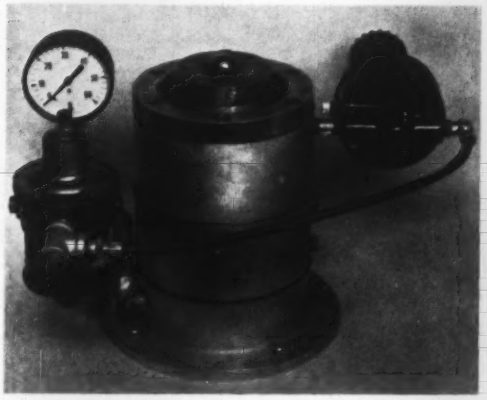
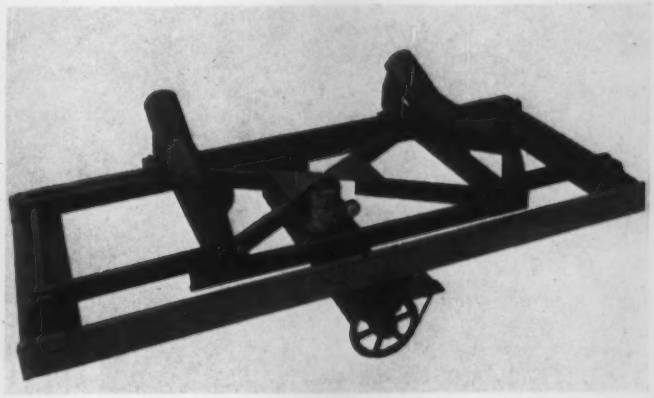

Fig. 2 The typical pneumatic load cell can be used under a great variety of conditions, since it is tare-compensating
Fig. 3 Weigh-section construction utilizes the pneumatic load cell, *center*, as a conveyer scale. Only perpendicular forces can be transmitted.
When the operation of a considerable number of units is to be studied simultaneously, equipment is available that permits the performance recording of 20 or more units which may be located a half mile or more from the central recorder. This allows recording of critical or key equipment performance at various points in the system. Shown in Fig. 3 is a type of multichannel time-strip recorder which can be adapted for this purpose. When the process or auxiliary equipment is operating, the line on the chart is continuous. When the equipment is not operating, the line is interrupted, and a reason can be supplied by an operator or mechanic. Numerical codes, such as those shown, identify the reason for down time and can be transmitted and imprinted on the chart. This is accomplished through the use of a conventional telephone dial located at each of the operating units. The recording system can be modified to provide one, two, or three-digit codes or up to a total of one thousand specific reasons why the monitored equipment was not operating.
Glass as a Lubricant. Two types of Zircaloy-2 billets were used for development work in which glass was the lubricant: round, and round-cornered square. The unclad billets, $2^{9}/_{16}$-in. diam × 4 in. high, were heated in a barium-chloride salt bath to three temperatures, 1800 F, 1850 F, and 1900 F for 20 min. Prior to placing the heated billet in the die, several disks of fiberglas were placed in the bottom of the die and on top of the billet. The die and punch were preheated to about 600 F. Fig. 2 shows three punches that were tried. Fig. 3 shows a cup resulting from punch B.
Fig. 3 The surface of the first cups (glass lubricant) was similar to that of Zircaloy-2 forgings. Sprinkling the billets with sodium chloride and/or powdered glass failed to reduce minor roughness.
At temperatures above 600 F, this procedure was not followed. Instead, an auxiliary t-s plot was made from the data in (1). Constant pressure lines were drawn in this auxiliary plot, which was then used as an interpolation device. At any given temperature, readings of p versus s were obtained from the auxiliary plot and transferred to the main chart. The auxiliary plot with much reduced scales is shown in Fig. 3.